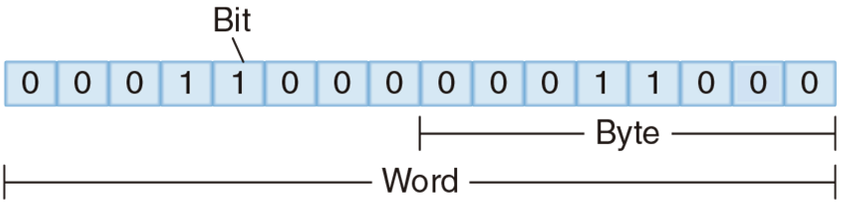

Figura 1-25. Representación gráfica de un bit, byte, word (palabra)
13. El sistema hexadecimal es usado en los PLCs porque una palabra o registro consiste de 16 bits a 2 bytes. Permite representar números binarios grandes en pequeños espacios. (figura 1-25)